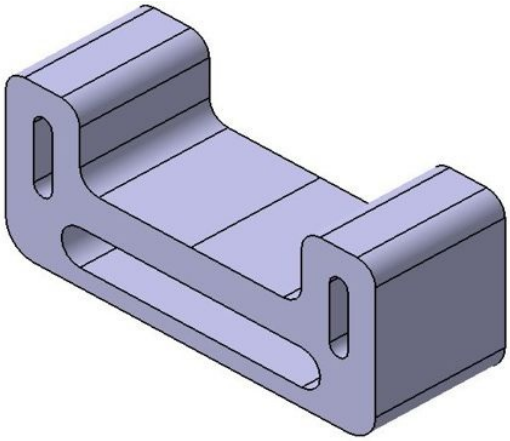
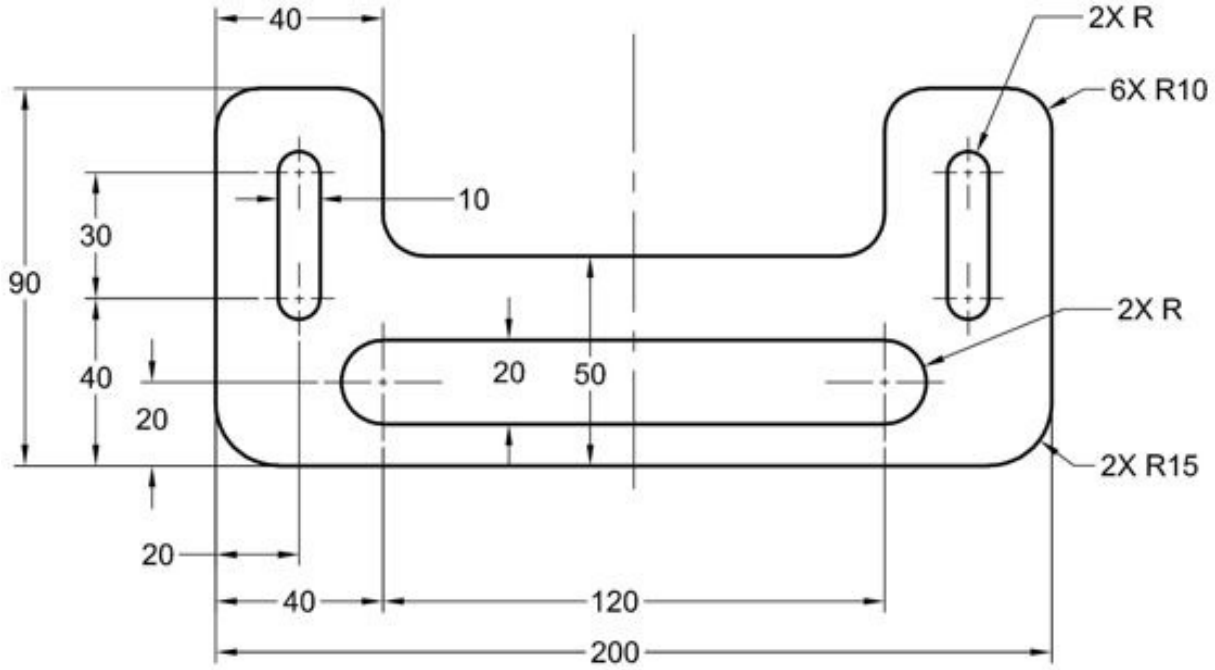

Figure 3-58 *The model for Tutorial 3*
Figure 3-59 *The sketch of the model for Tutorial 3*
In this tutorial, you will draw the sketch of the model shown in Figure 3-58. The sketch is shown in Figure 3-59. Do not dimension the sketch. The solid model and its dimensions are given only for your reference. **(Expected time: 30 min)**
11. Similarly, fillet other corners of the sketch with a radius value 10, refer to Figure 3-59.